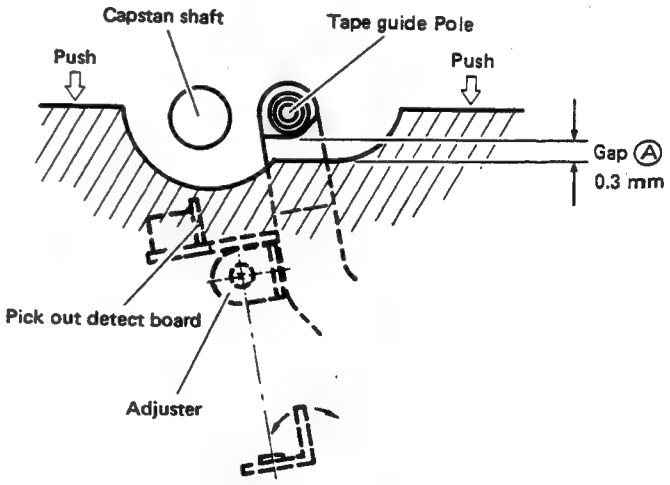

Fig. 2-64
5) Push the cassette tape towward the front panel and adjust the gap Ⓐ to be maximum (see Fig. 2-64).